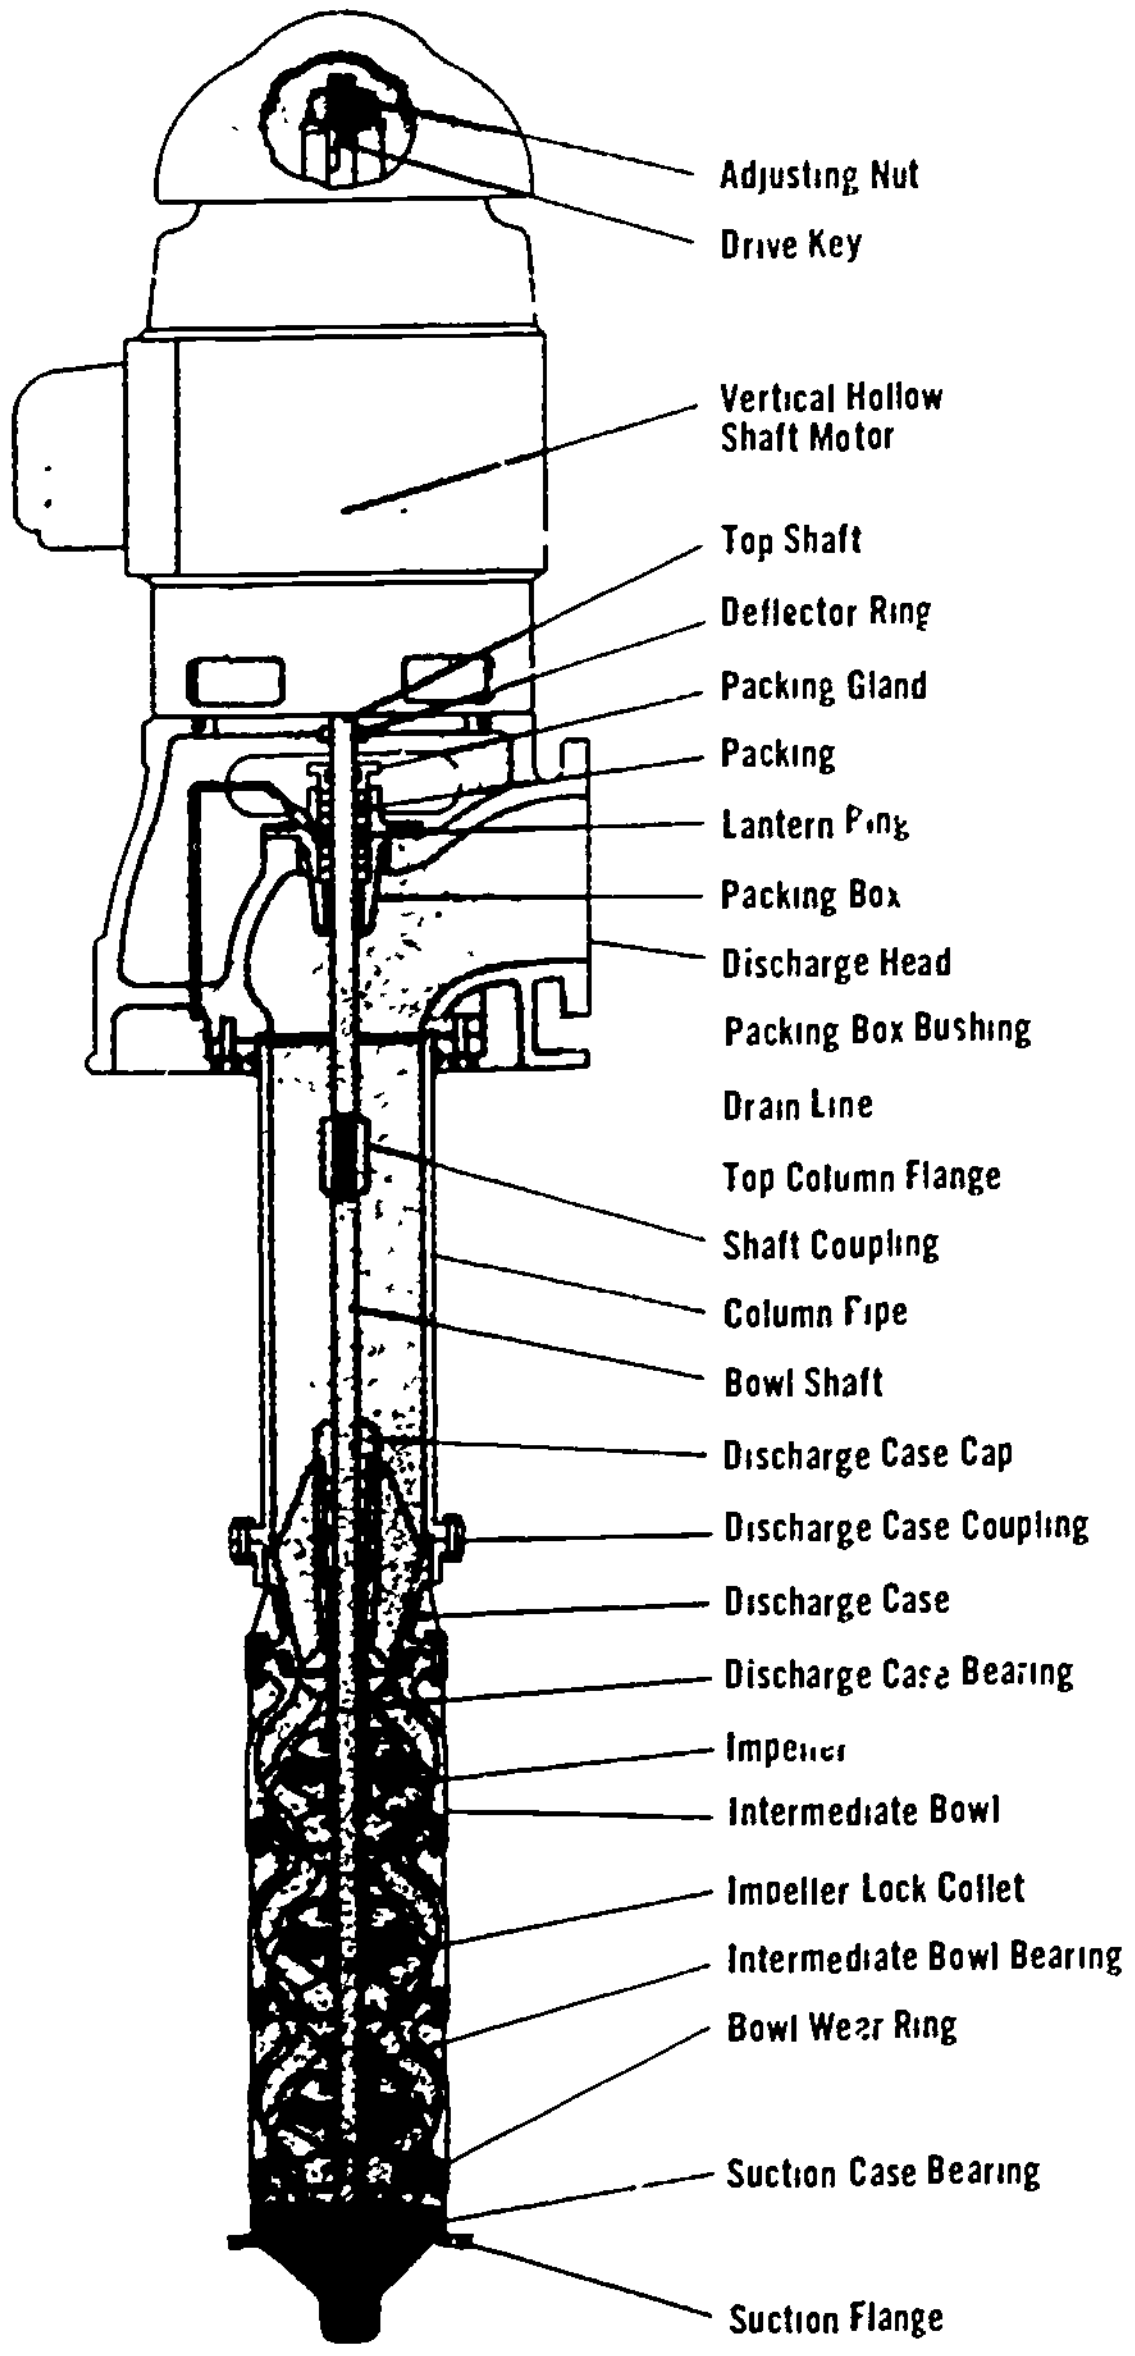

Fig. 18.16 Vertical centrifugal pump (multistage)
18.213 Vertical Centrifugal Pumps (Figures 18.16, 18.17 and 18.18)